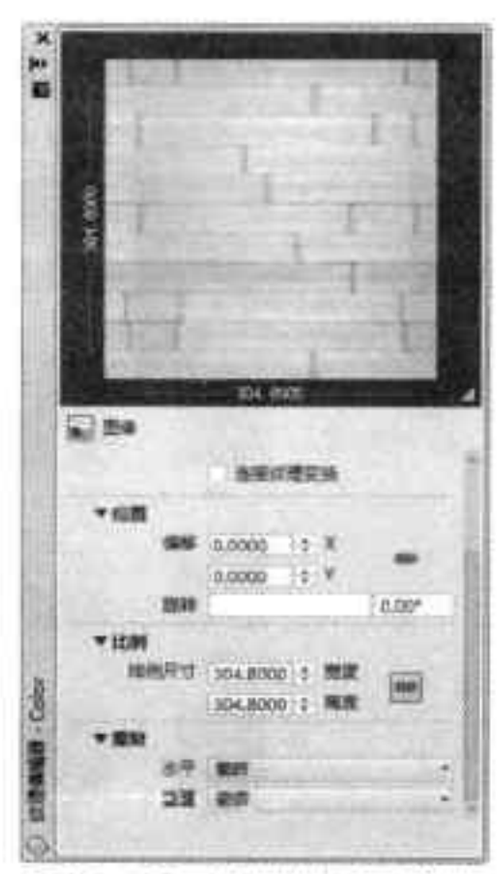

图14-10 设置材质图参数
Step 04 在“材质编辑器”选项板中，双击添加的图像，在“纹理编辑器 -Color”选项板中，用户可对材质的显示比例、位置等选项进行设置，如图 14-10 所示。